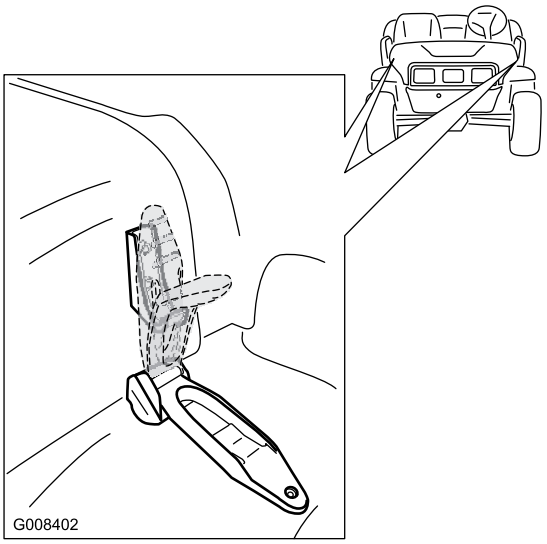

Figur 26
1. Løft gummilåsenes håndtag på hver side af motorhjelmen (Figur 26).
2. Fastgør motorhjelmen ved at placere gummilåsene på låseforankringerne på hver side af motorhjelmen (Figur 26).